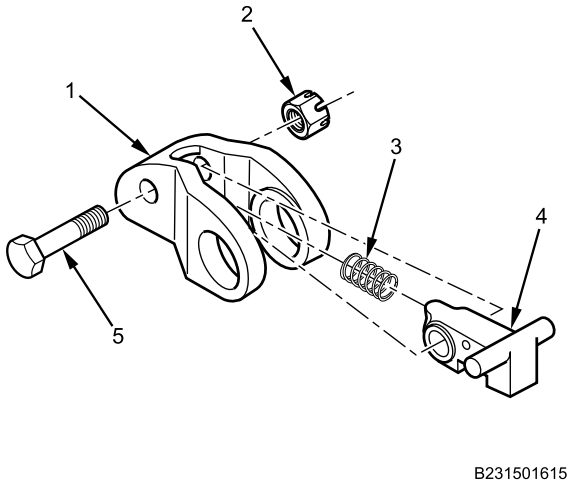

Figure 6. Upper Jaw Release Handle Return Spring Alignment.
1. Position release handle (Figure 6, Item 4) and return spring (Figure 6, Item 3) in upper jaw (Figure 6, Item 1).
2. Install castle nut (Figure 6, Item 2) and bolt (Figure 6, Item 5). Do not tighten.